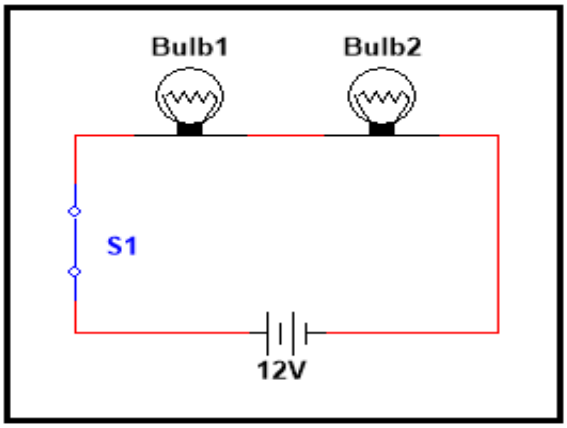

FIGURE 4
4.3 FIGURE 4 below shows two identical bulbs that are connected in series across a 12 volt supply. Study the circuit diagram and answer the questions that follow.